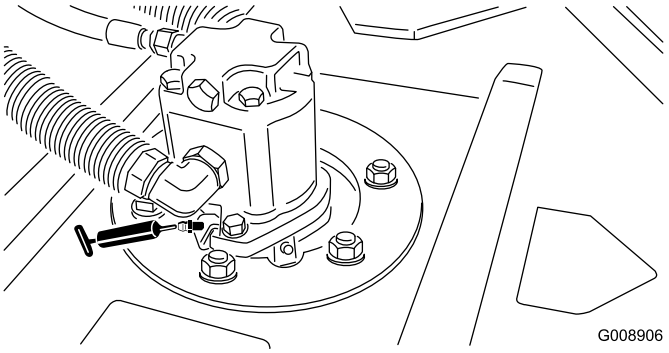

Figur 37
- Klippenhetens spindelaxellager (2 per klippenhet) (Figur 37)